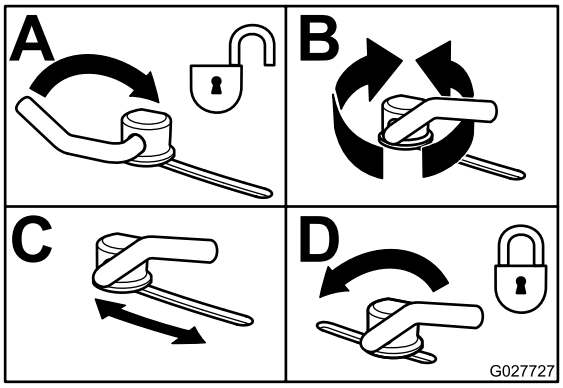

Figur 37
3. Sving spaken opp for å løsne kamlåsen for å justere kamlokkene (Figur 37).
5. Sving spaken tilbake over for å stramme til skjermen og kamlåsene (Figur 37).